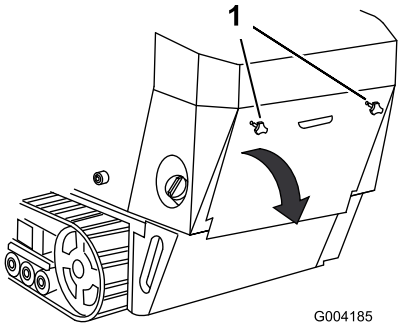

Figuur 24
1. Schroef de 2 handknoppen los waarmee het inspectieluik aan de machine is bevestigd (Figuur 24).
2. Kantel het inspectieluik omlaag en verwijder het om toegang te krijgen tot de interne onderdelen (Figuur 24).